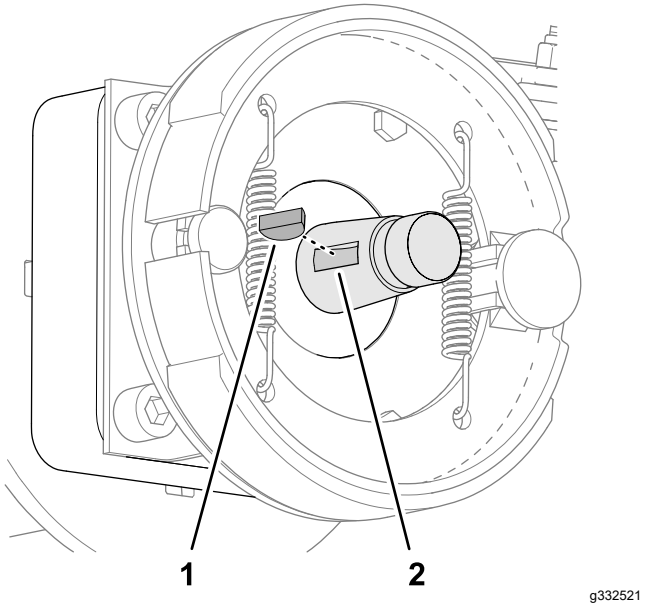

Figur 65
5. Fjern Woodruff-federen fra hjulmotorakslen (Figur 65).